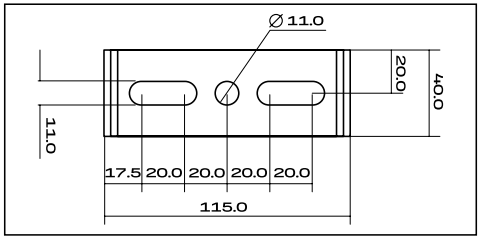

Рис. 2
5.6.2 Подготовьте отверстия для винтов в потолке в соответствии с указанными размерами монтажного кронштейна типа лира (рис. 2), после чего надежно закрепите кронштейн.